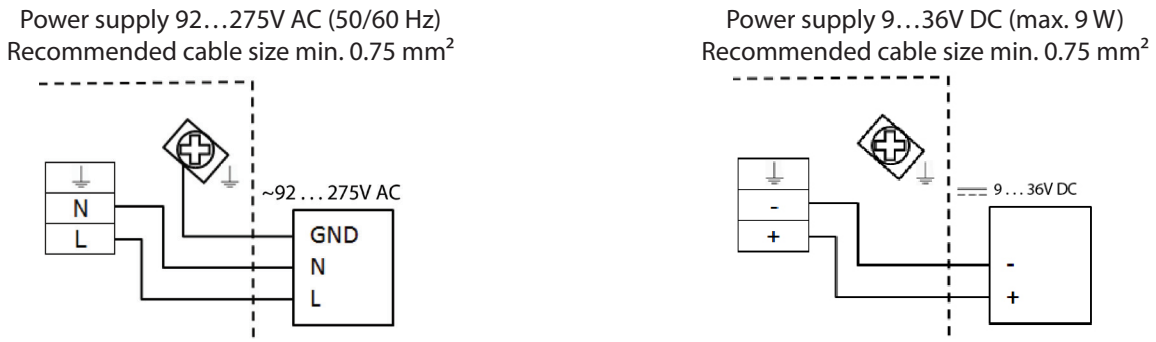

Figure 17: Power connections
3. Connect as shown in *Figure 17*.